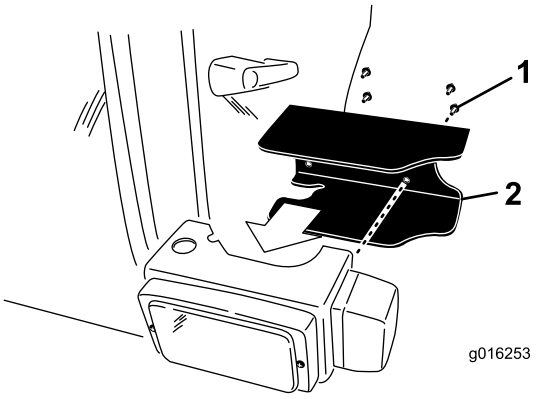

Figura 11
- Monte un protector de faro en la parte trasera de cada faro con 2 tornillos de 1/4 x 5/8 pulgada Figura 11).